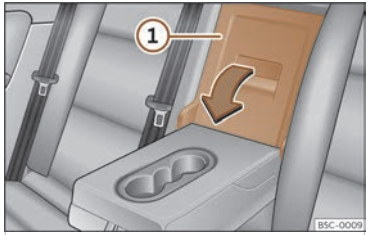

Fig. 204 Dans le dossier de la banquette arrière : ouverture de la trappe de chargement.
- Tirer sur le levier de déverrouillage dans le sens de la flèche et rabattez complètement le couvercle de la trappe de chargement >>> fig. 204 ① vers l'avant.